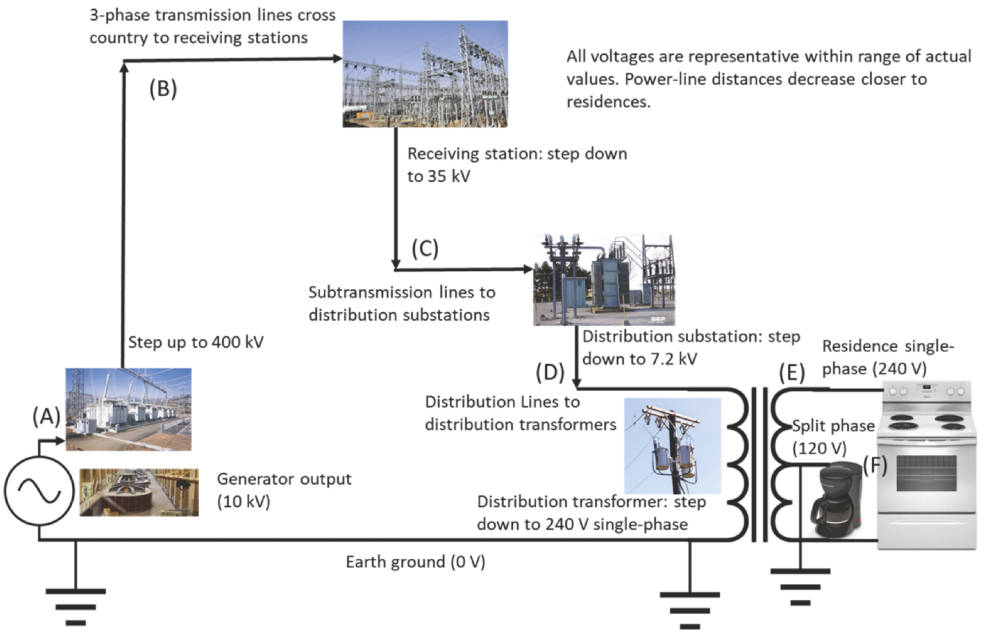
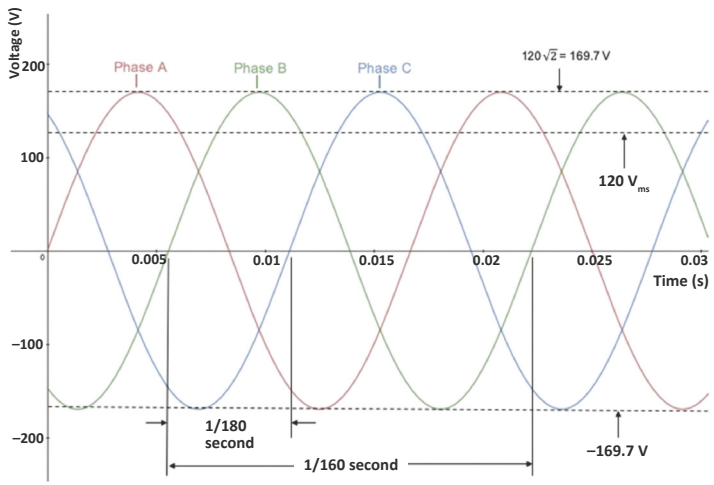

**FIGURE 3.13** Power grid with representative voltages at each stage.
**FIGURE 3.16** Three sinusoids at 60 Hz and 120 $V_{RMS}$ separated by 120°.
Figure 3.12 shows common transmission lines that carry power across the landscape from power plants to customers at distant locations. Figure 3.13 represents the entire transmission grid from the **power plant** (or **power station**) (A), through step-up transformers to the transmission lines (B), through step-down transformers at receiving stations to subtransmission lines (C) to distribution substations, stepped down again (D) and then sent on the distribution grid to neighborhoods, and then stepped down by distribution transformers to the customers (E). Voltages at (E) and (F) (where you plug stuff into your wall outlets) are discussed in Section 3.4.
As seen in Fig. 3.13, the voltage created at the generators is passed through a step-up transformer and boosted to hundreds of kV on the transmission lines (Fig. 3.14), which carry current at these *high voltages* in order to deliver electrical power most efficiently. For a given amount of power delivered, the $i$–$R$ power lost in the transmission lines can be minimized by pushing the current at the highest possible voltage.
Figure 3.16 shows oscillographs of three, 120 V sine waves separated by 120°, which is characteristic of three-phase power found in a small industrial facility, such as a laboratory or small manufacturing site. Three-phase power is the norm in industrial settings, and uncommon in residential settings. Transmission of three-phase power occurs at much higher voltages than that shown in Fig. 3.13, but the waveforms are identical. If you were to attach oscilloscope leads to 765 kV power transmission lines and live to tell about it, that is the shape of what you would see. (You would also see the three phases if you attached the scope to lower voltages, like 240 V in a commercial building. As we will discuss later, 240 V, and even 120 V, can be quite dangerous.)
Using an oscilloscope at a home electrical outlet, you would see a sinusoid like any one of the sine waves in Fig. 3.16, but you wouldn't be able to say anything about its phase relationship to any of the other of the three phases the came to your neighborhood. In this chapter's lab, you will have a low-voltage version of three-phase power to experiment with, and will be able to interact with, and get to know more about, these phase relationships, as well as three-phase-industrial and single-phase-residential power.